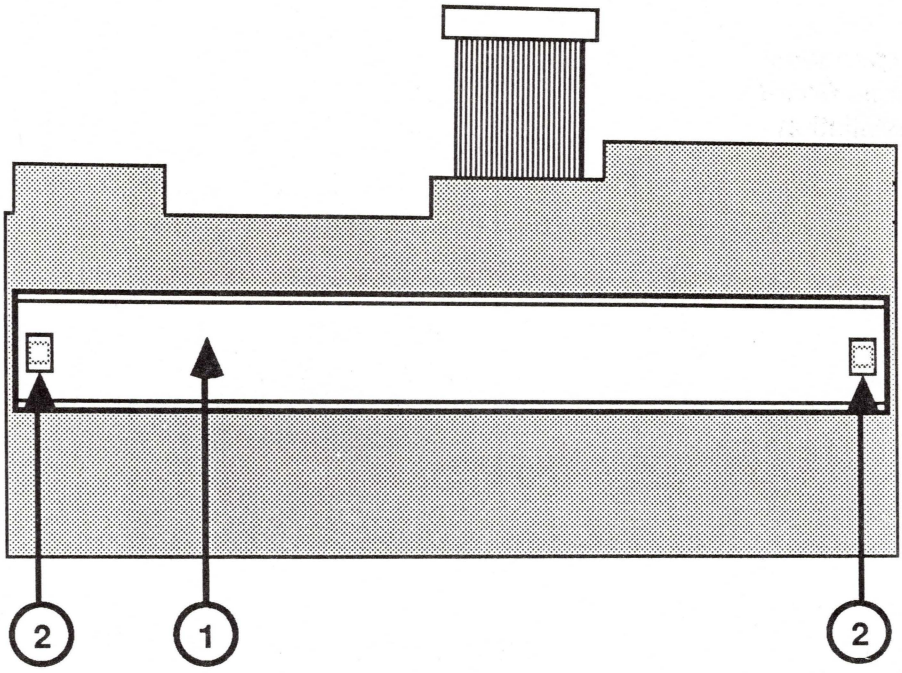

FIGURE 11
6. Some IIc keyboards have a plastic brace attached to the bottom (Figure 11, #1). Before reinstalling the keyboard, check to see if this brace is present. If it is, perform steps 6a through c, to replace the brace. If there is no brace, proceed to step 7.
a) Using a pair of needlenose pliers, squeeze the nylon mounting button holding the brace to the keyboard. At the same time, pull the brace away from the keyboard (Figure 11, #2). Repeat for the other mounting button, and remove the brace.